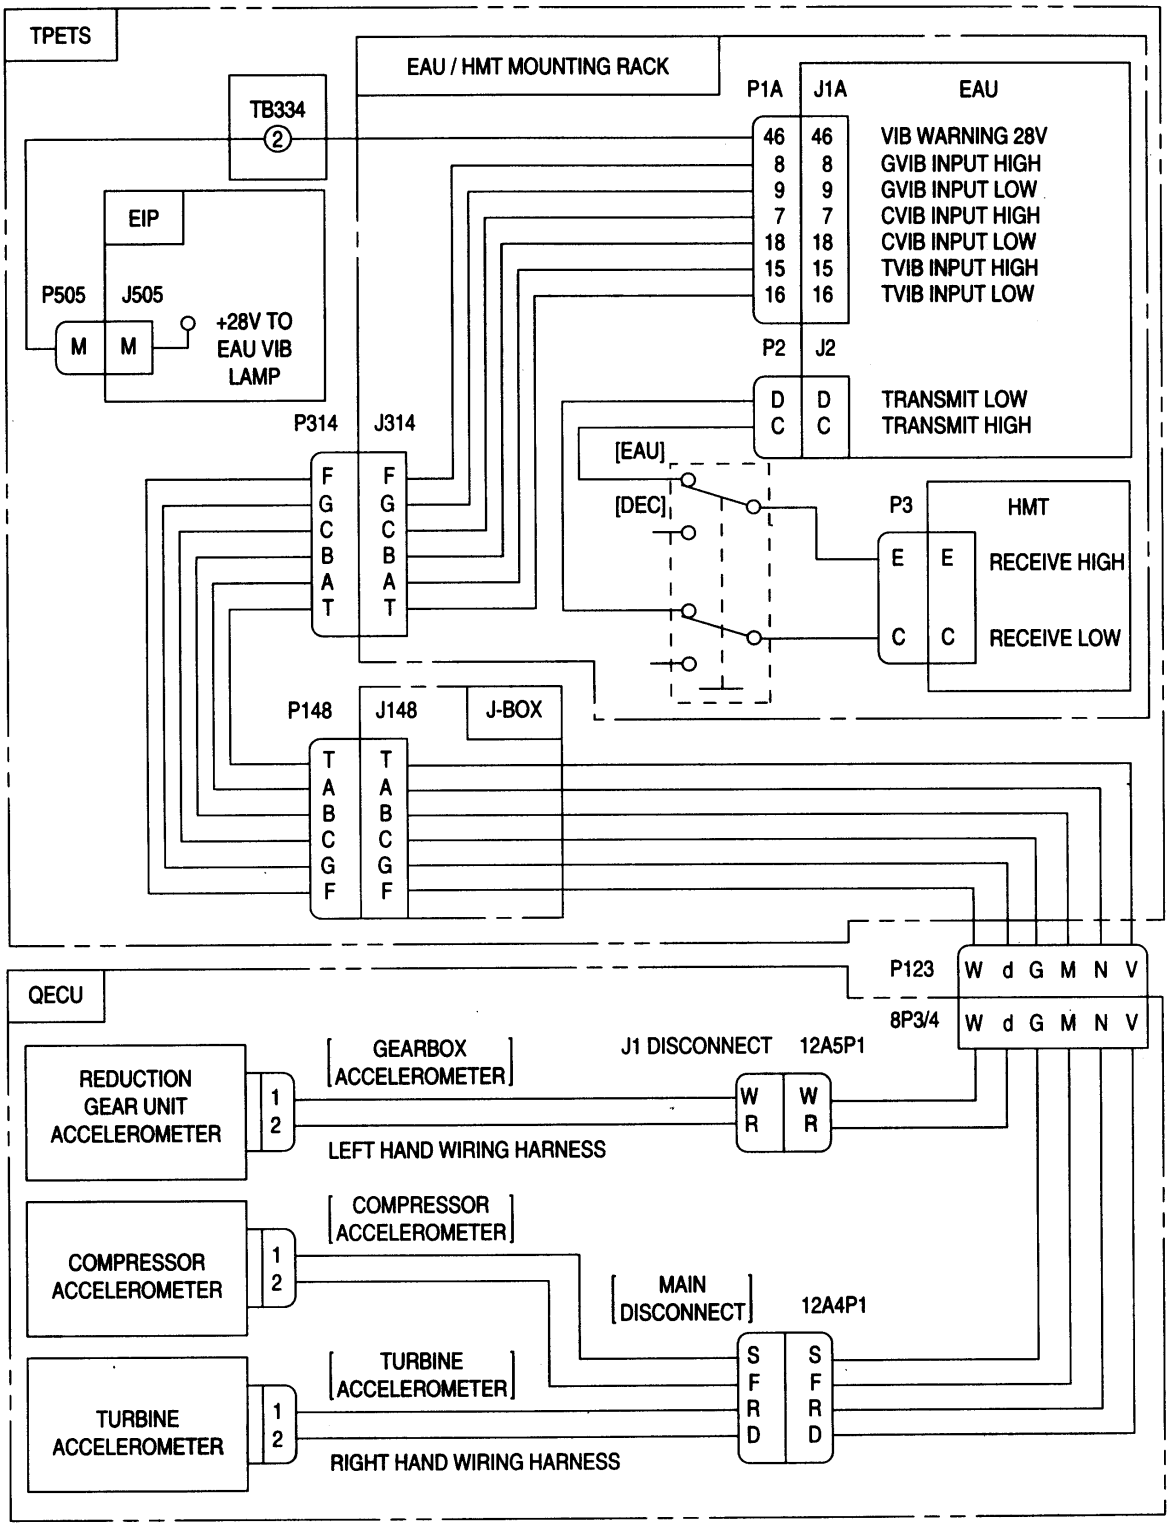

Figure 15. Vibration Components Checkout
t. Apply light coat of MIL-PRF-6081, grade 1010 lubricating oil to threads of distribution tee (7) and install right fifth-stage-to-bottom fifth-stage bleed air valve hose (8) and distribution tee-to-tenth stage bleed air valve hose (6) fittings to distribution tee. Torque hose fittings 200 - 250 lb in. (QA)
u. Remove tape covering vent tube opening and install vent tube (14) and vent tube bracket (13) at opening.
v. Install bolts (11) and washers (12) securing vent tube bracket to bleed air collector. Torque bolts 70 - 85 lb in. and lockwire. (QA)
46. VIBRATION COMPONENTS (figures 15 and 16). Accelerometers sample vibration frequency and velocity at three engine locations. One accelerometer, mounted on the reduction gear unit, provides the gearbox vibration (GVIB) signal. Another accelerometer, mounted on the compressor unit, provides the compressor vibration (CVIB) signal. The remaining accelerometer, mounted on the turbine unit, provides the turbine vibration (TVIB) signal. The GVIB signal is sent through the left-hand wiring harness to the EAU. The CVIB and TVIB signals are sent through the right-hand wiring harness to the EAU. The EAU detects vibration signal frequencies and velocities in ranges of 15 - 1600 Hz and 0 - 5 in. per second (IPS). Based on hardware characteristics, the 15 - 1600 Hz frequency range is broken down into 25 separate frequency ranges (WP 025 00). Each separate frequency range is assigned a frequency number (fn). The EAU stores fn vibration data in dedicated memory bins. Vibration exceedance at fn 02 (propeller rotational), fn 11 (engine rotational at high speed ground idle), and fn 12 (engine rotational at flight idle) will cause the EAU to illuminate the TPETS engine instrument panel EAU VIB lamp.